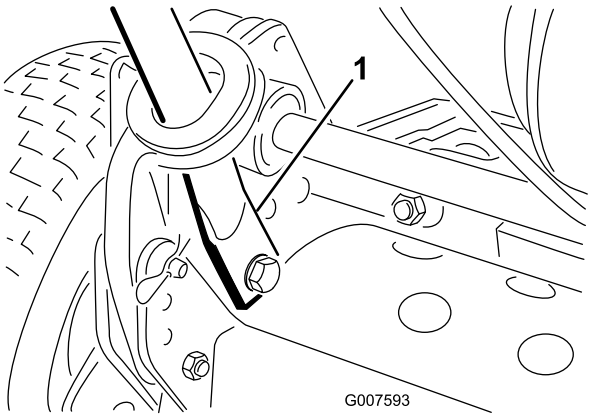

Figur 3
5. Klem håndtaksendene innover, og monter dem på monteringspinnene (Figur 3).
6. Fest håndtaksendene til monteringspinnene med boltene, skivene og låseskivene som du fjernet tidligere (Figur 3).
7. Fest den nedre delen av styrarmene til hver side av gressklipperen med boltene og hodeskruene som du fjernet tidligere (Figur 3). Sørg for at du monterer hylsene i hullene på styrarmene.
8. Fest styrarmene til bakdelen av rammen ved hjelp av hårnålssplintene og ringsplintene som du fjernet tidligere (Figur 3).